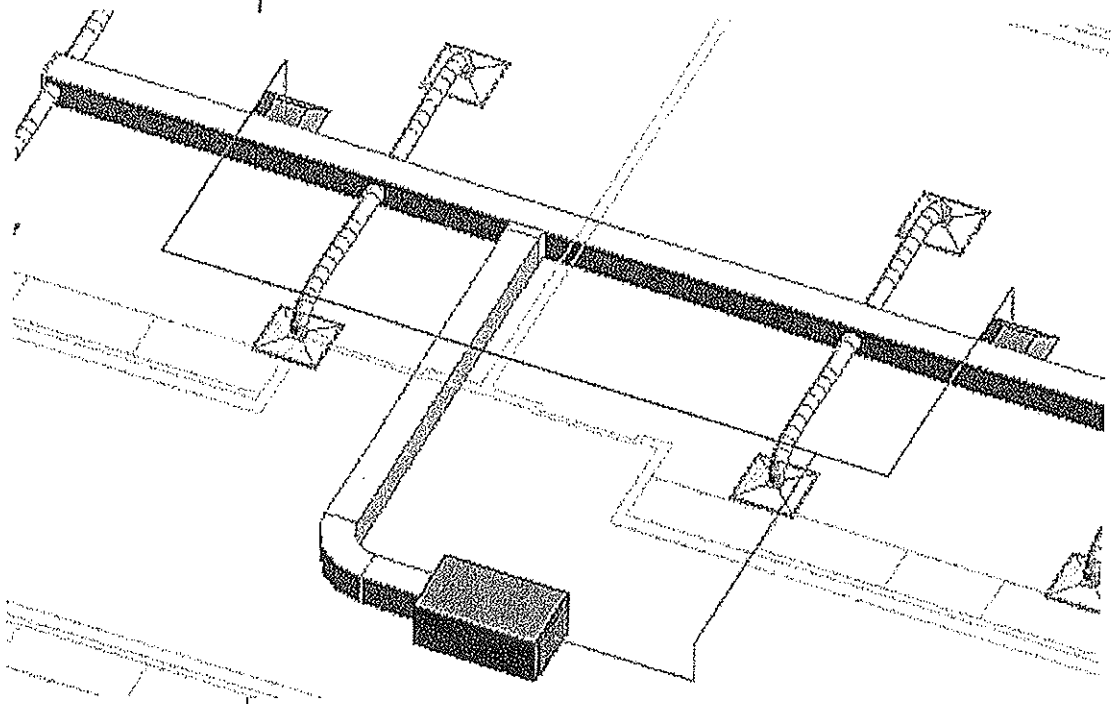

Figure 8–87
9. Cycle through the solutions until you reach one similar to that shown in 3D in Figure 8–87. There are still some problems but they need to be fixed after you create the layout.